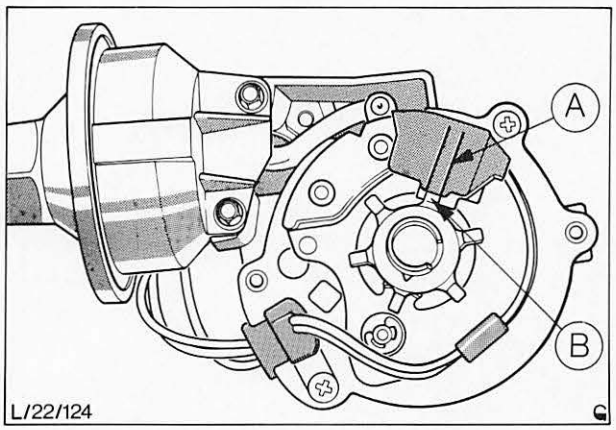

Abb. 38 Ankerpol für 1. Zylinder fluchtet mit Markierungslinien am Magnetspulengehäuse
e) Mit Spezialwerkzeug Nr. 21-092 Klemmschraube des Zündverteilers lösen und Verteiler so drehen, bis der Ankerpol des 1. Zylinders mit den beiden Linien auf dem Gehäuse der Magnetspule fluchtet. Abb. 38.